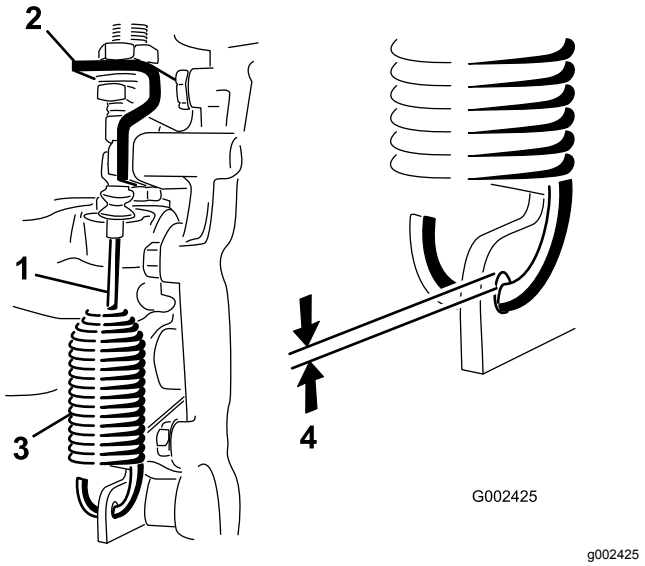

Figur 47
2. Løsne på låsemutterne som fester differensialsperrekabelen til braketten på transakselen (Figur 47).